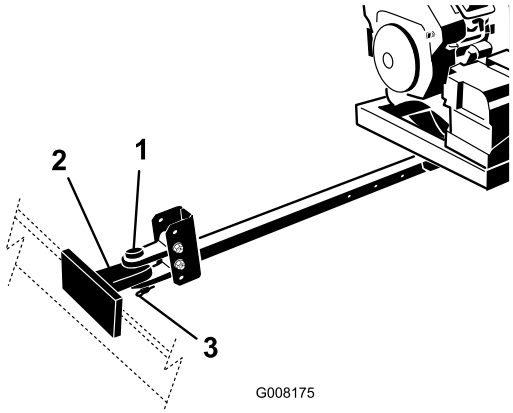

Figur 8
4. Koppla ihop lövblåsens dragkroksklyka och bogserfordonets dragkrok med hakbulten och klykan (Figur 8).